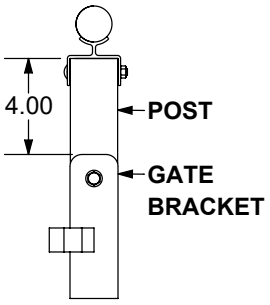
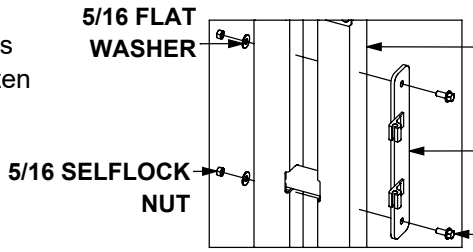

FIG.2A
FIG.2B
STEP 1: Locate gate bracket 4 inches from the top and flush on the edge of the post (FIG.2A). Mark and drill holes with a 5/16 drill bit in the post and fasten with 5/16 x ¾ flange bolts, 5/16 flat washers, and 5/16 selflock nuts (FIG.2B).